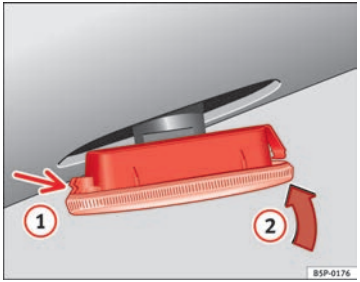

Fig. 155 Side turn signals
– First fit the turn signal in the opening in the chassis, fastening the tabs (1) ⇒ fig. 155, and then fit in the bulb as shown by the arrow (2) ⇒ fig. 155. ■